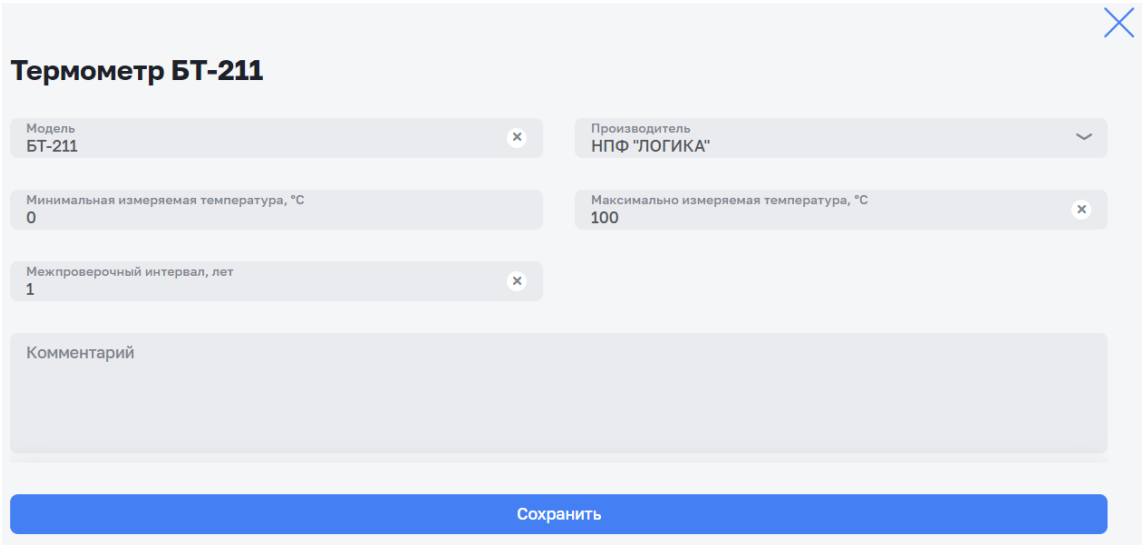

Рисунок 81 – Окно редактирования телекоммуникационного оборудования
– редактирования (см. Рисунок 81).